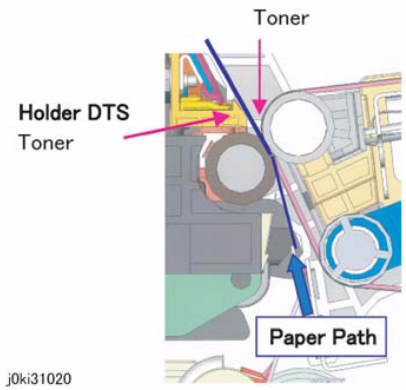
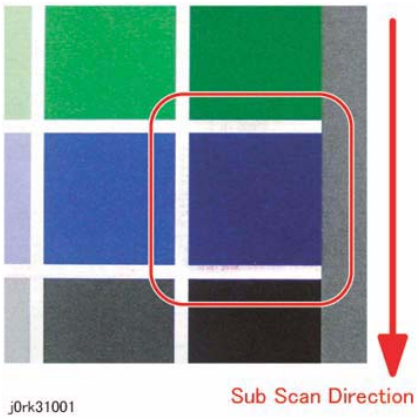
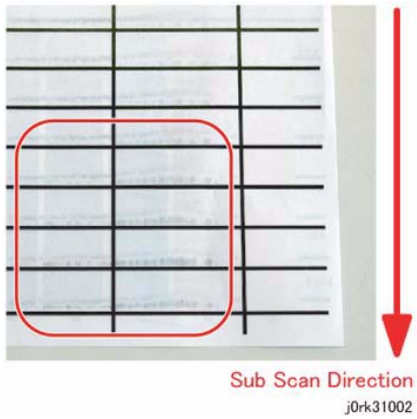
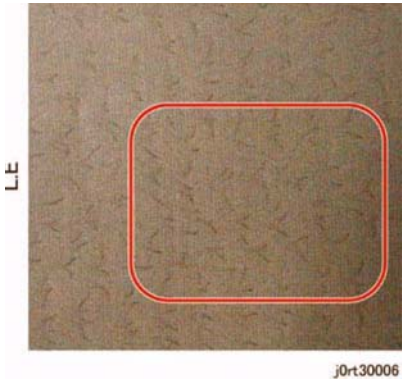

Figure 1 Heat Haze/Mock-Heat Haze
Figure 2 Heat Haze
Figure 3 Mock-Heat Haze
Figure 4 Mock-Heat Haze (Halftone Image)
- Heat haze occurs at the place where paper is stripped from the IBT Belt. Spatters of toner in small clouds are seen around the Solid Patch. (Figure 1 and Figure 2)
- Mock-Heat Haze occurs when the paper rubs against the Holder DTS (Chute at the Transfer Exit) and is charged, thereby causing toner to scatter to the lead edge/trail edge of the solid area. Part of the spatters may form streaks. (Figure 1 and Figure 3)
- Also, in Mock Heat Haze (Halftone Image), paper becomes strongly electrically charged at the minus side, and positive corona discharge occurs between the grounded Holder DTS and the paper, causing toner to scatter, and branch-like (pulsation-like) patterns can be seen along the electrical discharge portion. (Figure 1 , Figure 4)